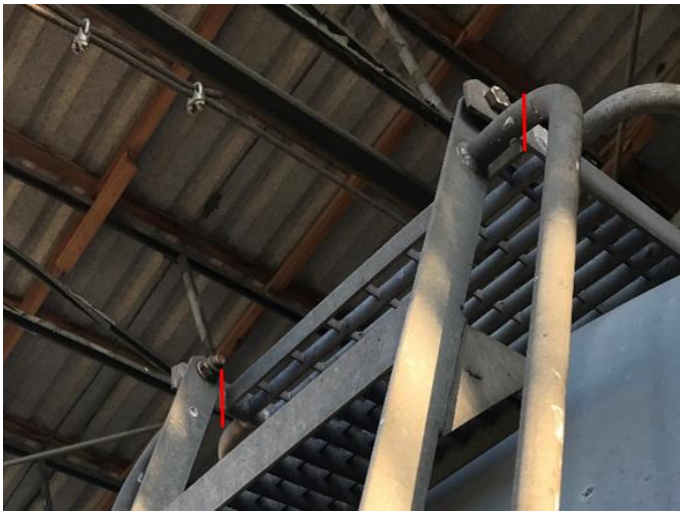

Abb.4.2: Befestigungslaschen für Schraubverbindung
a) Bündiges Abtrennen der Befestigungslaschen an den Laufgitterrosten (**Abb.4.2)** und versiegeln der Trennstellen mit Zinkspray.